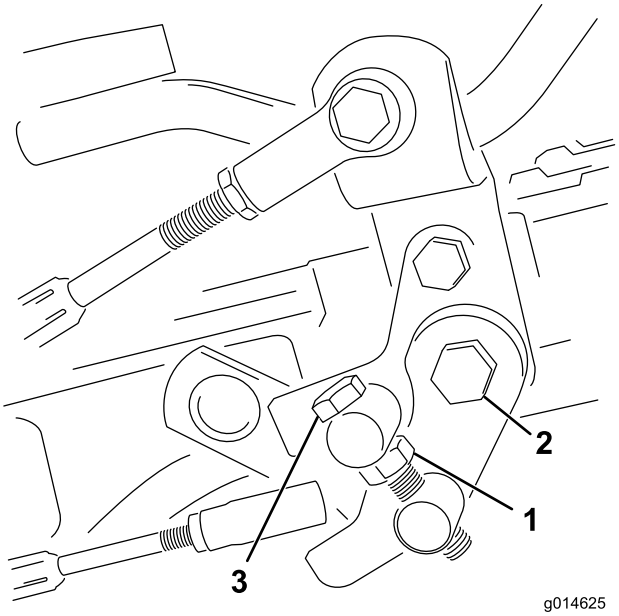

**Figur 53**
1. Lossa kontramuttern på justeringsbulten (Figur 53).
4. Dra åt kontramuttern på justeringsbulten och muttern på pedaltappen för att låsa justeringen (Figur 53). Kontrollera justeringen och ändra vid behov.